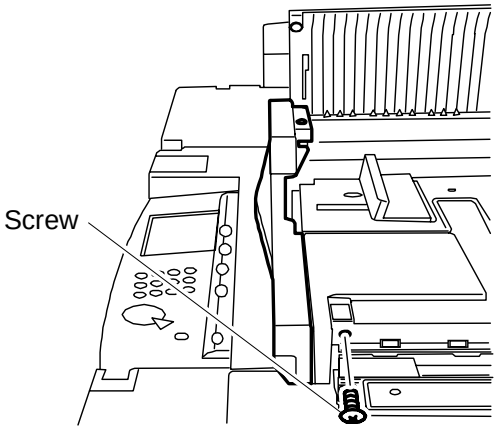

Fig. 3
2) Remove the 1 screw from the right side of the ADF. (Fig. 3)